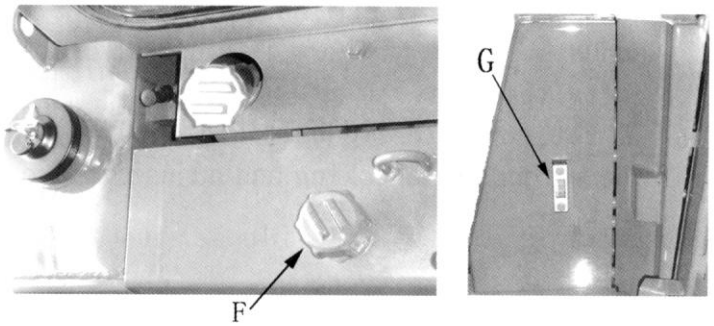

Рис. 4-18.
Наконечник стойки должен касаться земли. Остановите двигатель и подождите около 5 минут, прежде чем приступить к проверке уровня масла. Если уровень масла опускается ниже уровня между верхней и нижней линями красных кругов контрольного измерителя (G), залейте масло в бак через масляный фильтр (F) (Рис. 4-18).